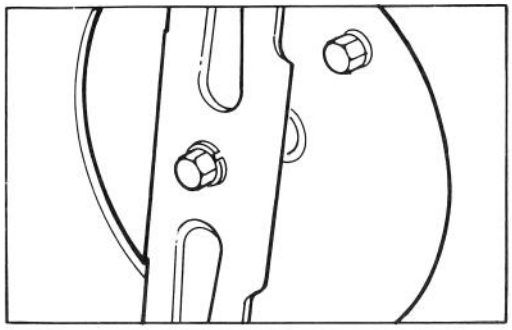

Figure 9
4. Clean area around drain plug. Using 1/2 inch open end wrench, remove drain plug (Fig. 9). Gradually tip mower back to its normal position.